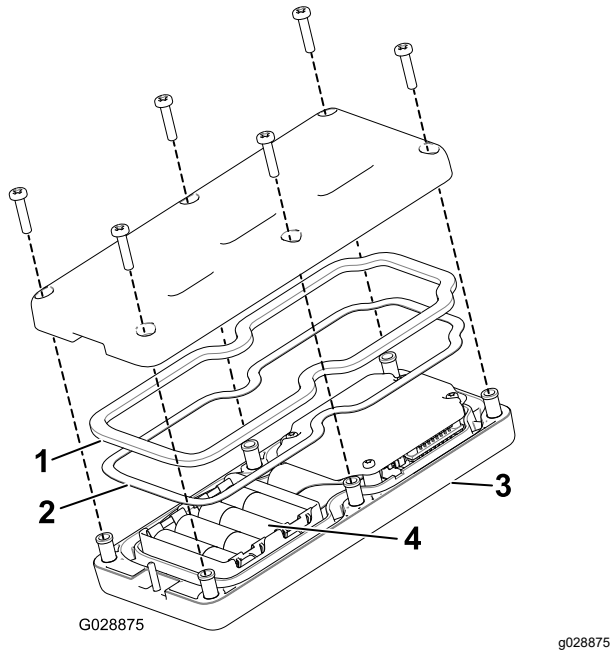

**Figuur 20**
2. Let op de polariteit van de batterijen terwijl u deze plaatst. Op het draagtoestel staat de polariteit van de contacten aangegeven (Figuur 20).
3. Zorg ervoor dat de stalen pakking en de rubberen afdichting in de groef in de afstandsbediening zitten en plaats het achterdeksel op zijn plaats (Figuur 20).
4. Bevestig het deksel met 6 schroeven (Figuur 20) en draai ze vast met een torsie van 1,5 tot 1,7 N·m.